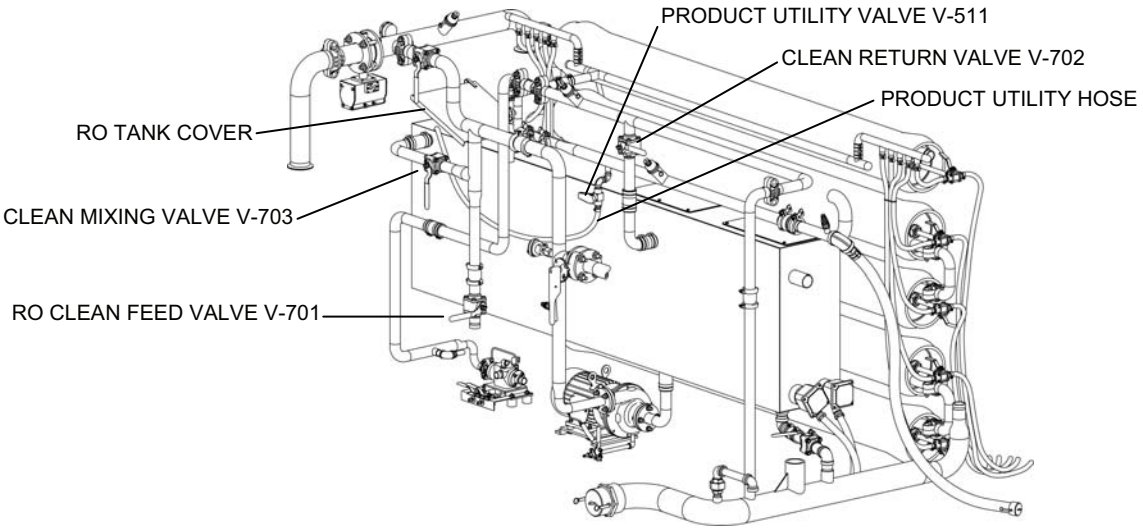

Figure 8. Valves for RO Detergent Cleaning.
c. Direct the product utility hose to discharge into the RO feed tank through the open tank cover (Figure 8).
b. Close RO Clean Feed Valve V-701 (Figure 8).